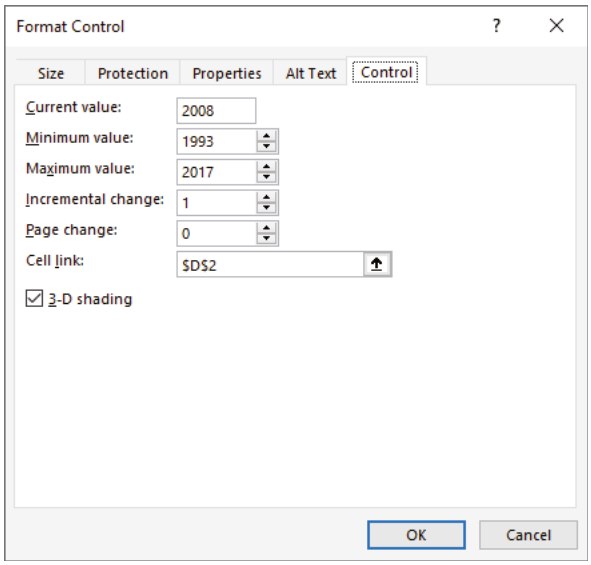

Figure 9.54: The Format Control dialog for a scroll bar
4. On the Control tab, change Minimum Value to **1993**, Maximum Value to **2017**, Page Change to **1**, and Cell Link to **D2**. Figure 9.54 shows the Format Control dialog.